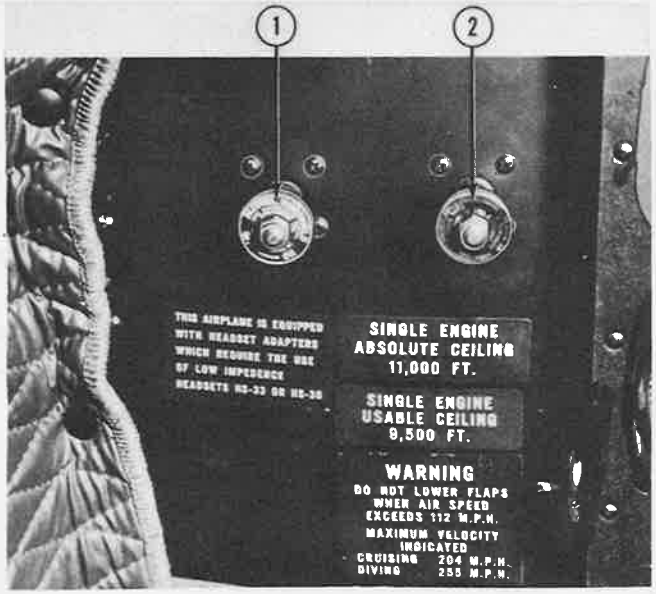

Figure 569—Windshield Anti-Icer System Fluid Control Knob
a. DESCRIPTION.—This valve controls the fluid flow to the front windshields. When the right (inboard) knob (2, figure 569) in front of the pilot on the instrument panel is turned clockwise, it withdraws the screw, to which the knob is attached and with which it turns, from the opening between the two ports of the valve. The more the screw withdraws, the wider the opening becomes for the passage of fluid, and the more fluid passes through the valve. A steel valve without a restrictor, it is supported by a metal plate just back of the instrument panel. The plate is held by four screws penetrating the panel.